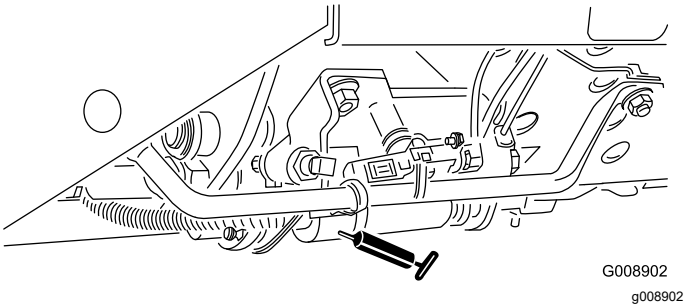

Figur 64
- Skjutreglage för klippning/transport (Figur 64)